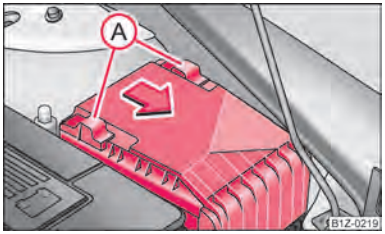

Fig. 177 Fuse cover in engine compartment
– Move the circlips Ⓐ ⇒ fig. 177 as far as the stop, the symbol 🔓 appears behind the circlip and remove the cover.